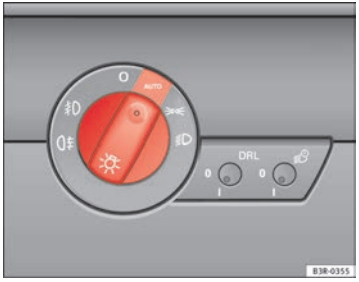

Fig. 85 Detailed view of the dash panel: Light switch
– Turn the light switch ⇒ fig. 85 to the **AUTO** position.